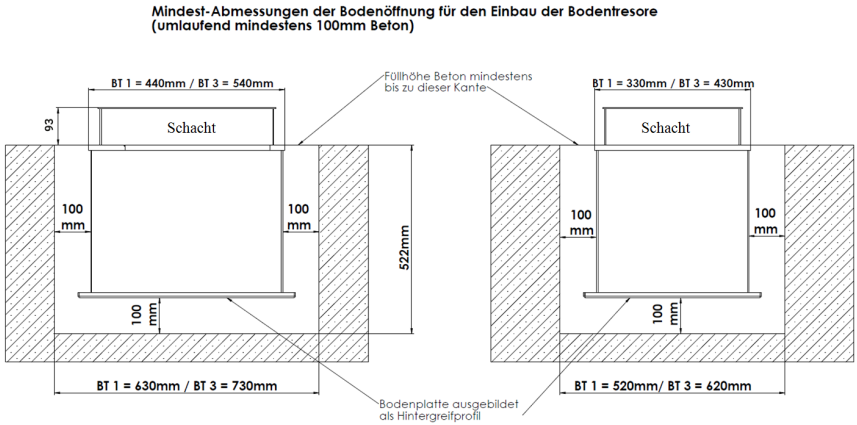

Bild 1: Bodenöffnung für Einbau Bodentresore
- Da der Bodentresor allseitig von einer mindestens 100 mm dicken Betonschicht umgeben sein soll, muss die Aussparung im Boden rundum mindestens 100 mm größer sein, als die Außenmaße des Tresors (siehe hierzu Bild 1).